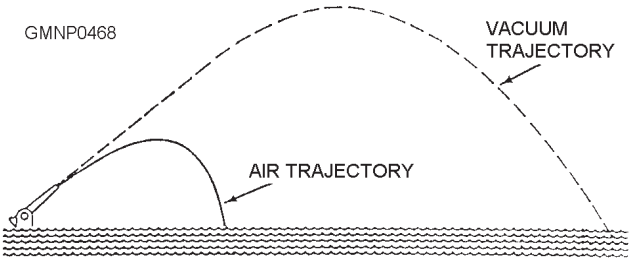

**Figure 10-4.—Vacuum and air trajectories for the same elevation angle.**
**AIR**.—When a projectile is traveling through the air, it takes a different path from the one it would follow in a vacuum. In a vacuum, with gravity as the only retarding factor, an **angle of departure** and an **angle of fall** of the projectile would be identical (fig. 10-4). The **maximum ordinate** would be in the exact center of the trajectory.